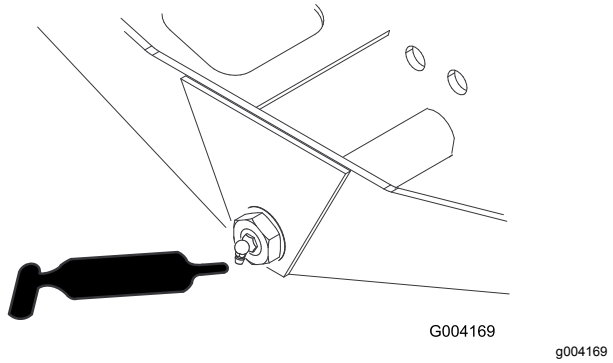

Figur 69
- Akselstyringsdreietapp (1) (Figur 69)